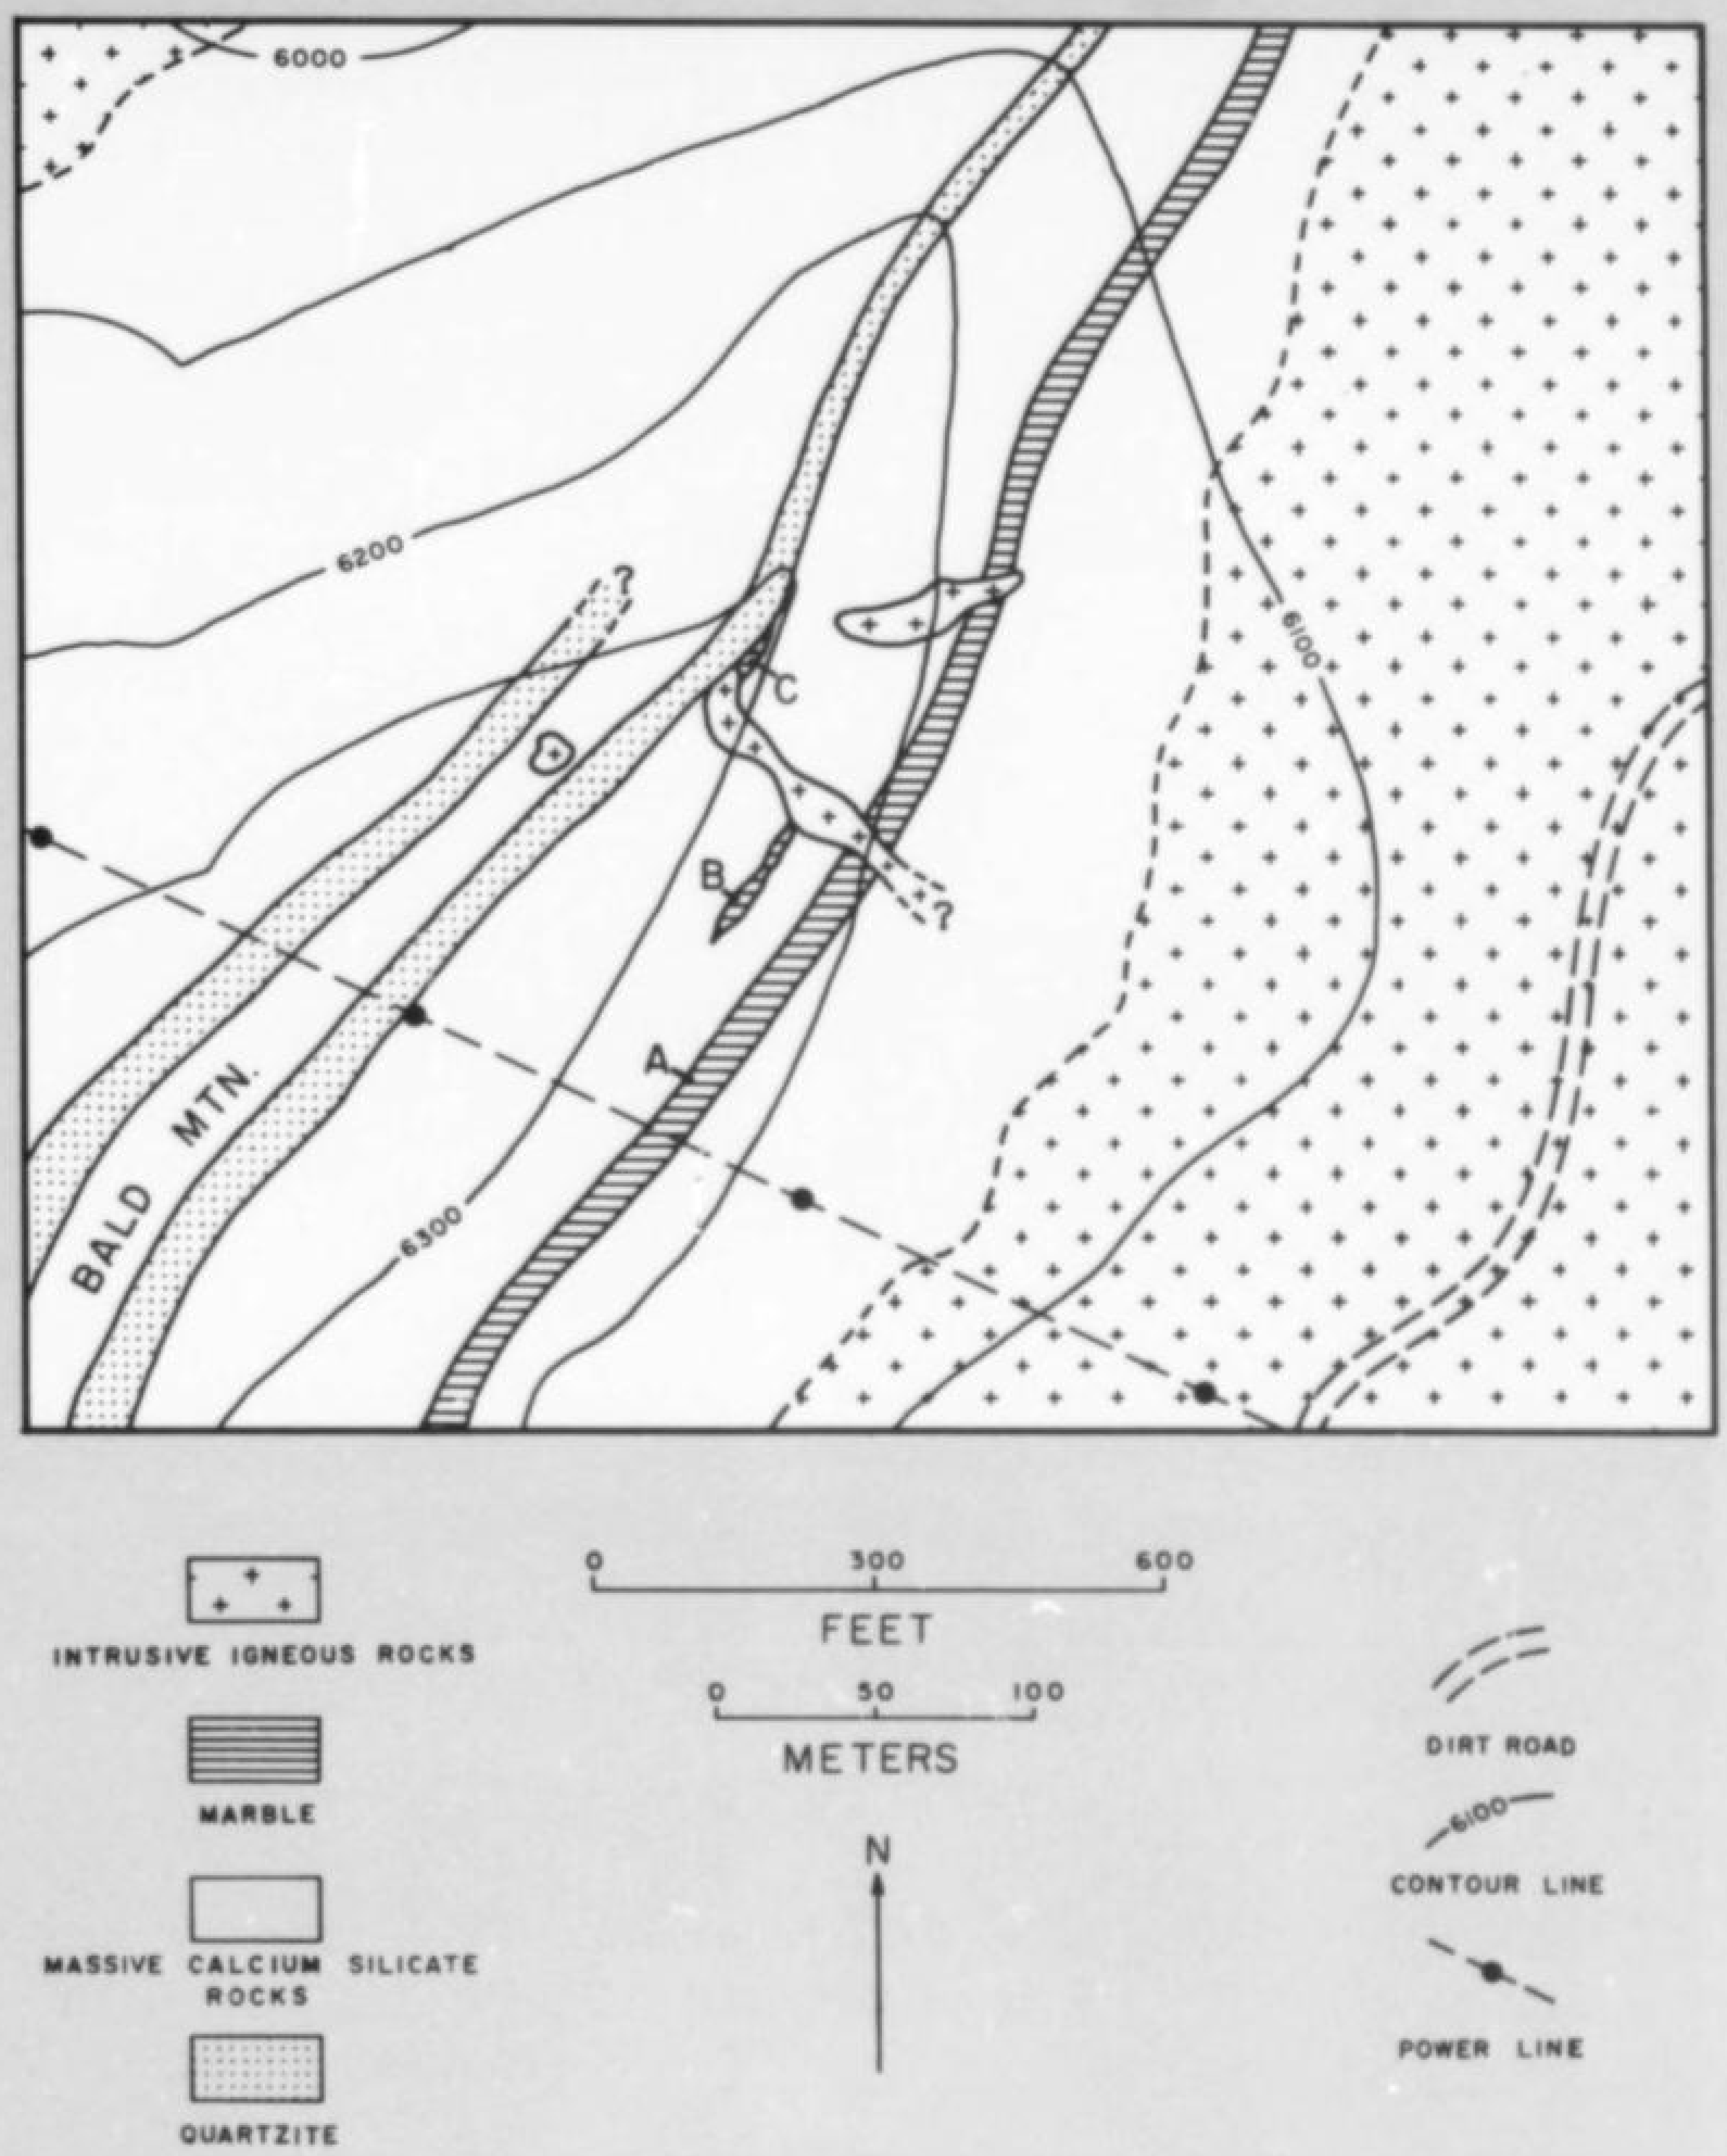
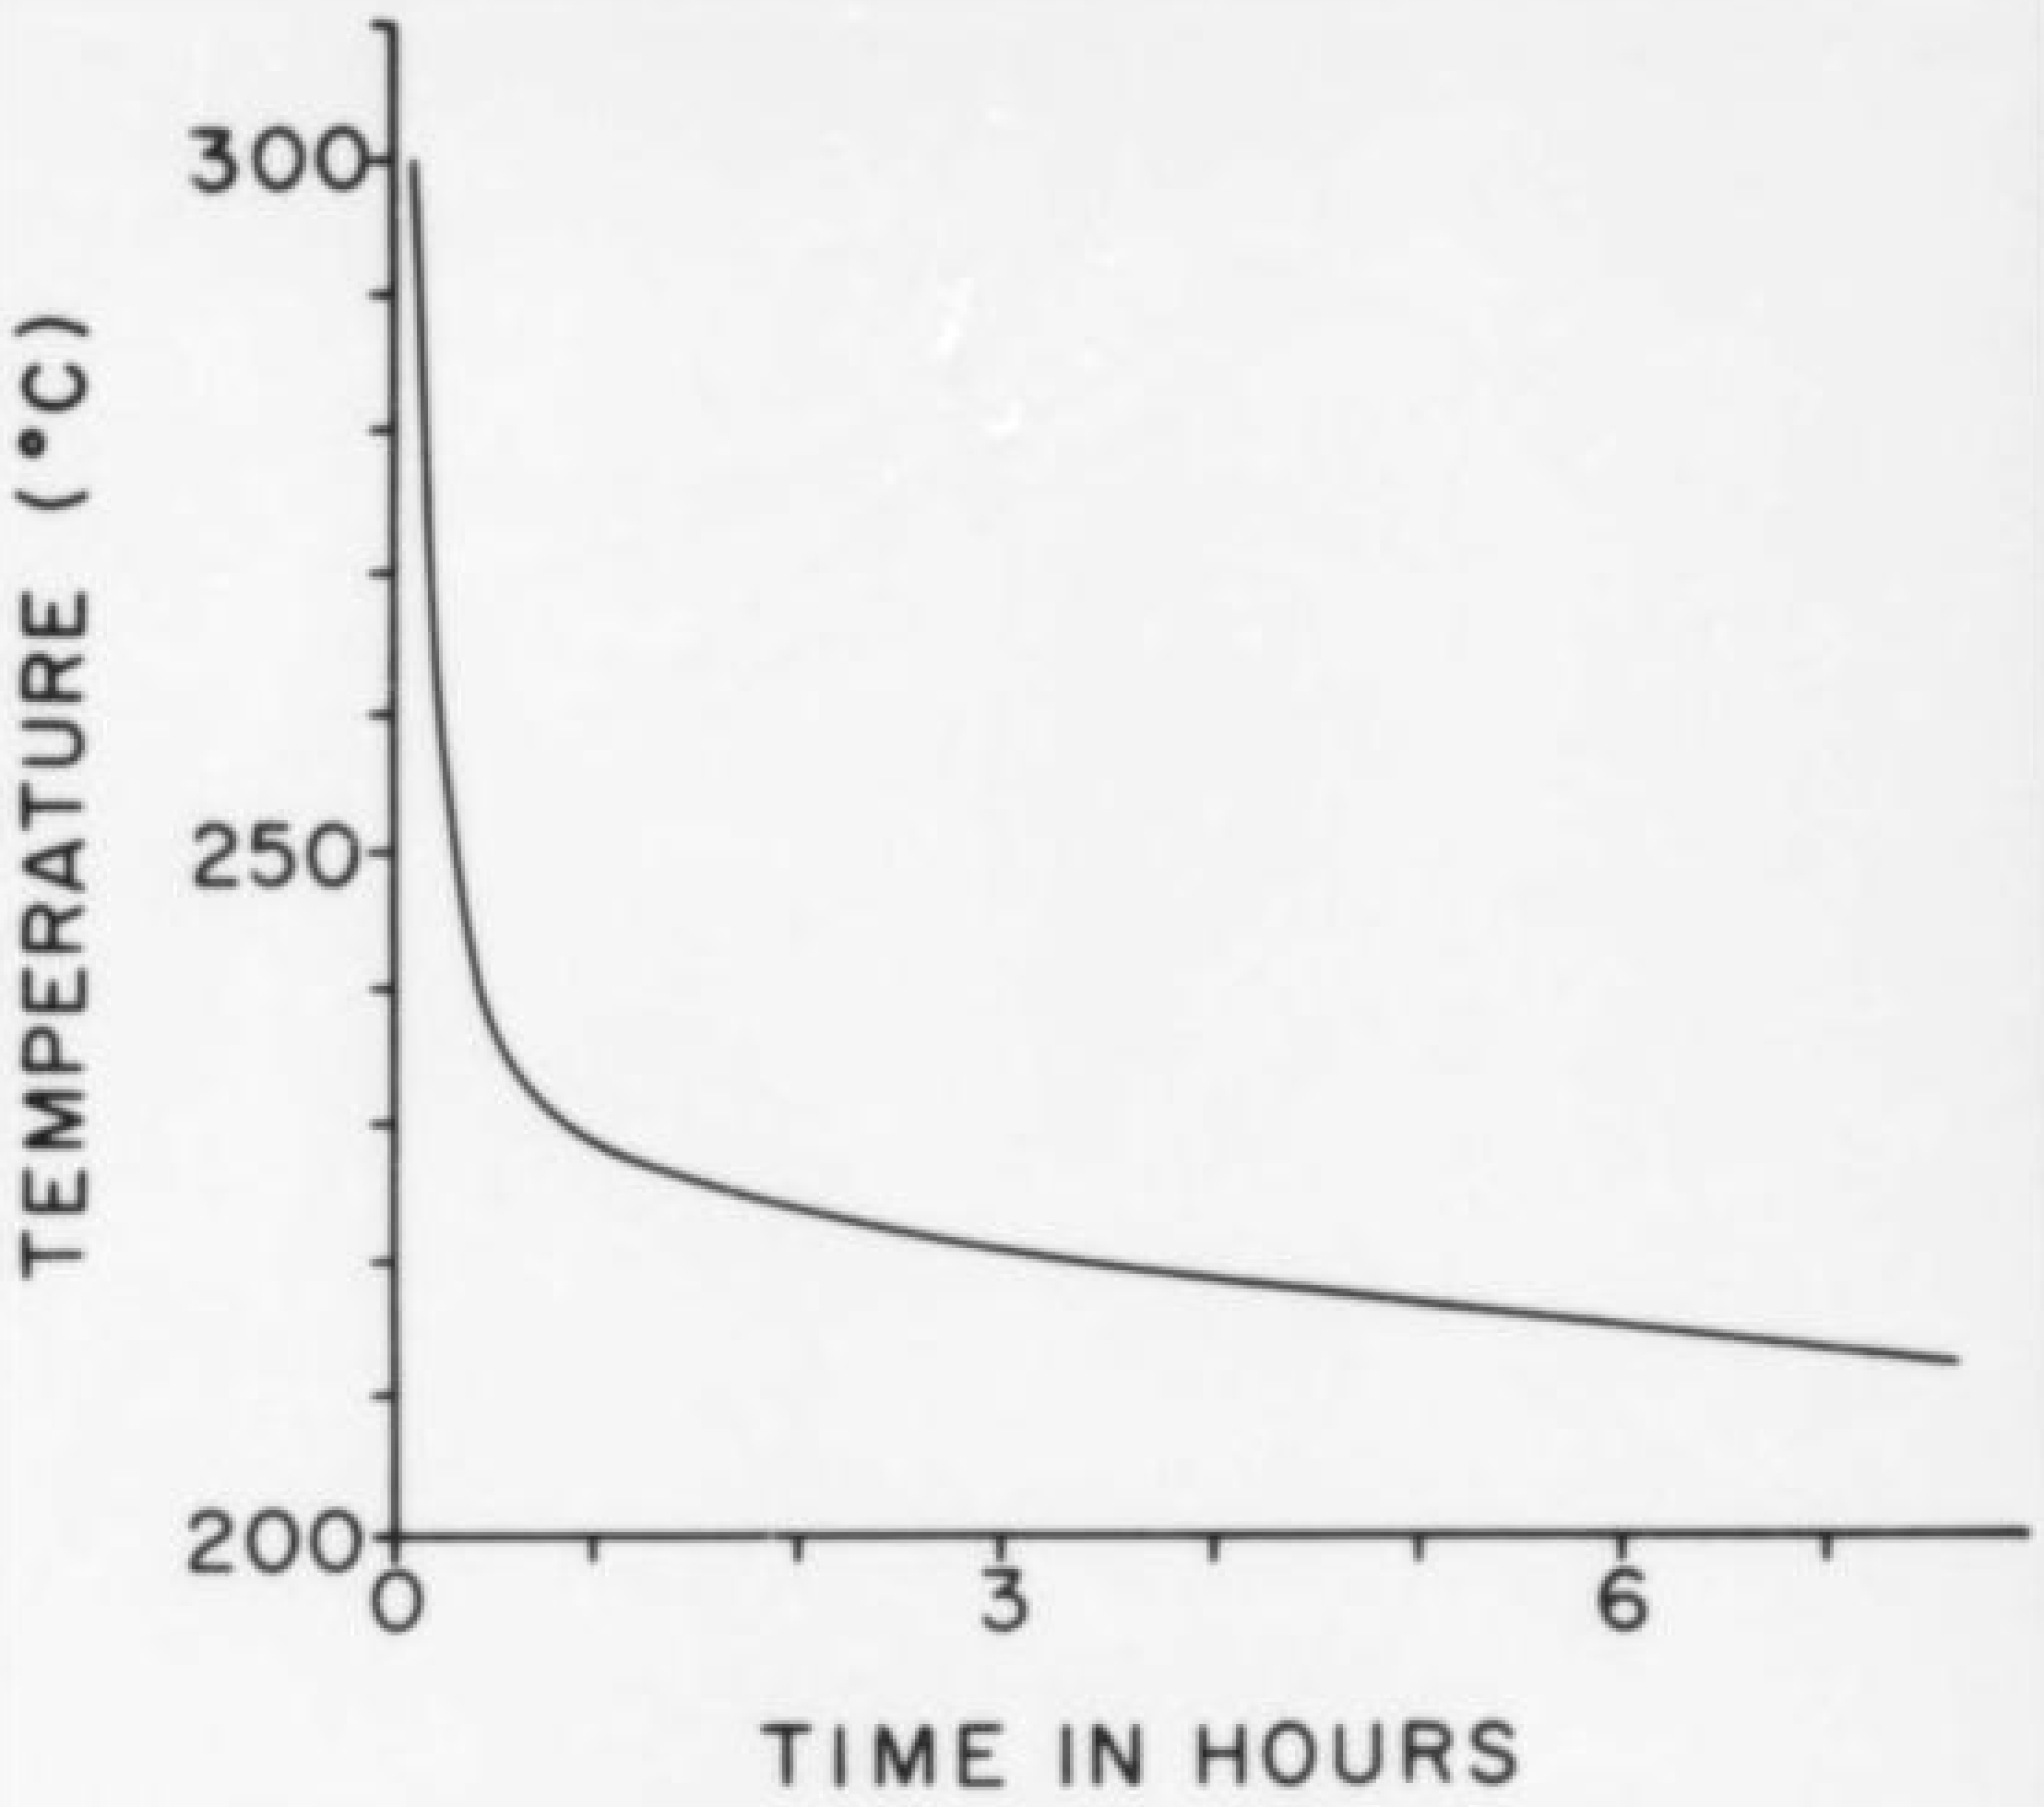
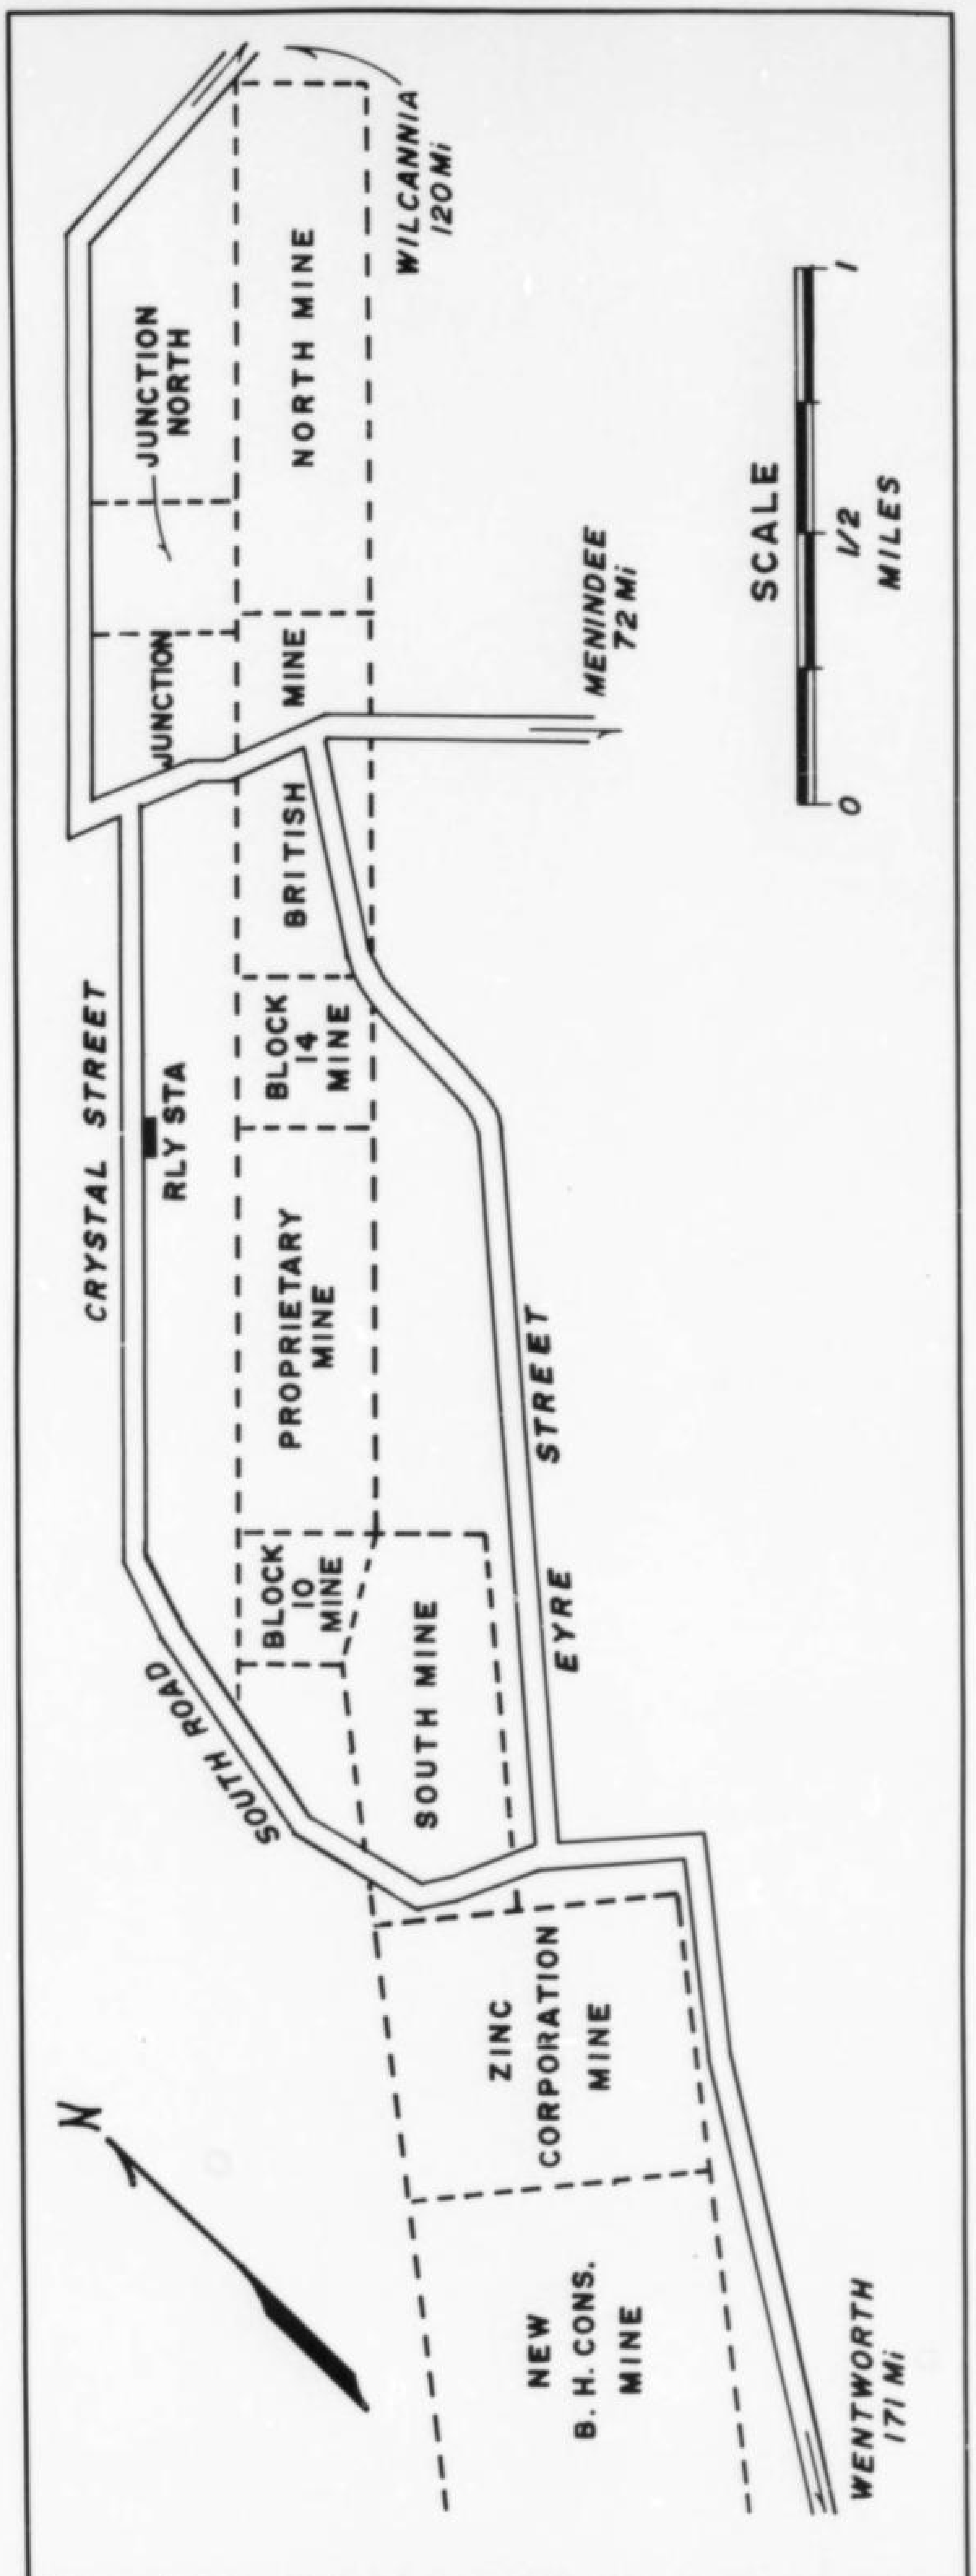

Figure 2. **Detailed geologic sketch map of the Bald Mountain area.**
Figure 7. **Graph showing the minimum time required at various temperatures to change 2 mm-thick fragments of Bald Mountain calcite from blue to white.**
Figure 1. **Map of the Broken Hill area, showing locations of the different mines.**
Figure 2. Above, topaz (sherry-colored crystal 24 by 11 mm) from the Thomas Mountains, Juab County, Utah. Although collecting is tedious, this locality should continue producing specimens and gem material for decades. Good crystals attractively perched on matrix, such as this example, are still rare, (see Lapidary Journal, April 1973 and May 1974). Fine specimens with bixbyite on purple fluorite were available at the last Detroit Show. (1975)
***Figure 1.* Location and general geologic setting of the Bald Mountain area. Metasedimentary rocks are indicated by MS. All other rock types are intrusive igneous rocks. Adapted from Hamilton and Myers (1974) and Smedes *et al* (1968).**
The Bald Mountain skarn is located in one of several large masses of metamorphosed sedimentary rocks which were intruded, deformed, and metamorphosed by igneous rocks of the Boulder batholith (Fig. 1). The geologic sequence of events which produced the Bald Mountain skarn began in the Precambrian with the widespread deposition of shales, impure sandstones, and local dolomitic limestones of the Belt series. This series subsequently was buried under more than 1300 meters of marine Paleozoic limestones, dolomites, and subordinate quartz sandstones. Part of this limestone sequence would eventually become the Bald Mountain skarn. Igneous activity began approximately 78 m.y. ago (Tilling, 1973) in the Cretaceous period as magma moved upward along zones of weakness in the sedimentary rocks, finally erupting at the surface to form
flows and fragmental rocks. Soon thereafter, in Late Cretaceous and Early Tertiary time, huge volumes of magma genetically related to the earlier volcanics moved upward and outward into the Belt, Paleozoic, and Mesozoic sequences, shouldering aside large blocks of the pre-existing rocks while intensely heating and metamorphosing them. Impure Paleozoic limestones and dolomites were particularly susceptible to metamorphism and reacted and recrystallized to produce classic skarn assemblages. Multiple intrusive pulses formed many genetically related but texturally and compositionally distinct plutons collectively known as the Boulder batholith. Near the southern end of the batholith three large masses of Precambrian and Paleozoic rocks were caught between the Rader Creek granodiorite pluton and the slightly younger Butte quartz monzonite pluton (Fig. 1). The resulting discontinuous belt of near vertical metasedimentary rocks is known as the Rader Creek screen (Smedes *et al.*, 1968). At the present level of erosion in the Bald Mountain area, the metasedimentary screen is all that remains of the thousands of meters of sedimentary and volcanic rocks which once blanketed the region.
Metasedimentary rocks in the Bald Mountain segment of the Rader Creek screen consist predominantly of massive calc-silicate rocks with lesser amounts of calc-silicate marble, pure marble and quartzite (Fig. 2). These rocks are surrounded and crosscut by intrusive rocks of the batholith. Skarn minerals occur throughout most of the metamorphic rocks, but particularly well-formed crystals are found in the blue marble units on Bald Mountain (Figs. 2 and 3, units B and C). Locally, the blue marble has been dissolved by surface waters, leaving many isolated diopside crystals in the soil. The white marble of unit A (Fig. 2) is very pure and does not contain skarn minerals.
Diopside. Diopside is the most abundant mineral occurring in well-formed crystals in the calc-silicate marbles. Crystals as much as five cm long but averaging one to three cm long are found throughout marble units B and C (Fig. 2). The dark green, transparent to translucent crystals are invariably elongate parallel to crystallographic *c*. More than 90% of the 250 crystals studied are twinned parallel to (100) (Figs. 4A, 4B, 4C) but a few percent also have
Grossular. Crystals of grossular are much less common on Bald Mountain than those of diopside. The grossular crystals are as much as three cm across and are closely intergrown with diopside, calcite, and apatite. Most of the grossular is the classic cinnamon-colored variety but massive white grossular was noted at locality C (Fig. 2). Semi-quantitative X-ray fluorescence shows the white grossular to be very low in iron compared with the cinnamon variety. A trace amount of yttrium in the cinnamon variety was absent in the white grossular. Two crystal forms have been noted: $d\{100\}$, and $n\{211\}$ (Fig. 5).
Calcite (marble). Calcite occurs in three main units on Bald Mountain (Fig. 2, units A, B, and C) and in many smaller unmappable units. The calcite from units B and C is a deep sky-blue color which forms a striking matrix for crystals of diopside, grossular and apatite. However, the thicker and more continuous marble in unit A is white throughout the Bald Mountain area, even immediately adjacent to the crosscutting intrusive igneous rocks (Fig. 2). X-ray fluorescence reveals that the blue marbles from units B and C contain 0.7 to 4.3 wgt % strontium whereas the white marble in unit A contains negligible amounts. No other impurities (atomic nr. >13) were detected in either the blue or the white marbles, suggesting that the strontium is responsible for the blue color in the calcite. The presence of strontium in marble units B and C and the absence of the element throughout marble unit A probably reflect compositional differences in the original pre-metamorphic limestones.
The intensity of the blue color in the Bald Mountain calcite is sensitive to changes in temperature and to exposure by some wavelengths of electromagnetic radiation. Blue fades rapidly to a white or cream color when the calcite is heated above 230° C (Fig. 7). The blue color returns within minutes in samples irradiated by X-radiation or short wavelength ultraviolet radiation and partly returns after several weeks in calcite which is exposed to direct sunlight. Blue color has not returned in control specimens more than six months after heat treatment. Naturally white marble from unit A (Fig. 2) shows no color change when exposed to X-radiation or ultraviolet radiation although some luminescence occurs.
Bald Mountain is located approximately 12 miles (19 km) southeast of Butte, Montana, in sections 34 and 35, T. 2N., R. 6 W. The locality can be reached by traveling five miles (8 km) southeast from Pipestone Pass on U.S. Highway 10 to the Toll Mountain campground turn off, and then proceeding 5 miles north-northeast on dirt roads to the base of Bald Mountain (Figs. 1,2,3). The land is owned and administered by the National Forest Service (Section 34) and the Bureau of Land Management (Section 35). Adjoining private properties should be strictly avoided.
The seven blocks taken up by Rasp and his companions were officially designated Mineral Leases 10-16, and became the property of the Broken Hill Proprietary Co. when it was organized in 1885. Within a few years this company split off parts of the property to other companies, and the individual mines were known as Block 10, Proprietary, or colloquially "Prop" (Blocks 11, 12, 13, the original Broken Hill, totally removed in the early mining), Block 14, and British (Blocks 15 and 16). Adjacent blocks were taken up and developed by other mining companies; at the north end of the lode the Junction (M.L.39), Junction North (M.L.40), and North (M.L.17,43) mines, and at the south the Central (M.L.9), South (M.L.7,8), the present Zinc Corporation (M.L.5,6), and New Broken Hill Consolidated (M.L.52). These are shown on the accompanying map (Fig. 1). The central part of the lode has now been worked out, but mining continues at each end in the North, Zinc Corporation, and New Broken Hill mines. The North mine now includes ML 15, 16, 39, and 40, and the South Mine ML9-14. An aerial photograph of the line of lode is reproduced as Fig. 2.